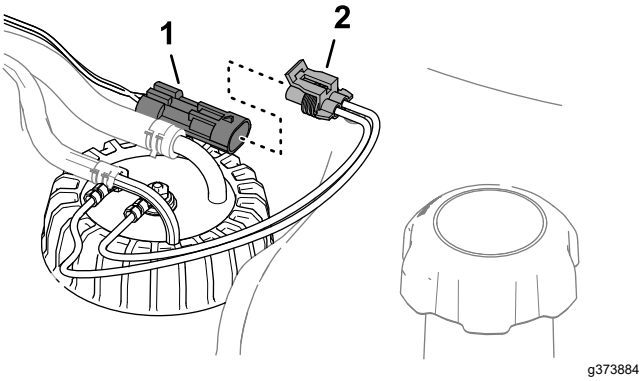

Figuur 92
3. Verwijder de connector met 2 contacten van de kabelboom van de brandstofsensor van de connector met 2 pinnen van de machinekabelboom (Figuur 92).